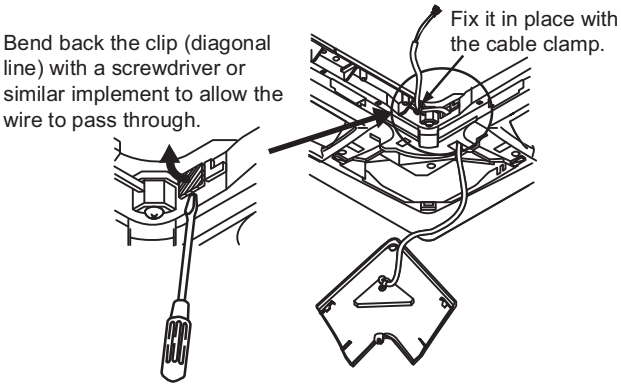

Fig. 8-3
(3) To pass the wire through the panel, bend back the clip on the hexagonal hole (diagonal line) and then pass wire protruding from the wireless receiver through the grill. (Fig. 8-3)
(4) After wiring according to the directions in Wiring the Receiver Unit below, leave enough wiring so the receiver's adjustable corner cap can be removed and fasten the cable clamp with its screw. (Fig. 8-3)